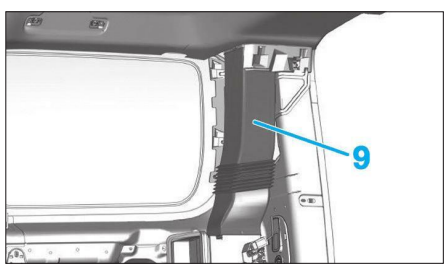

**Fig. 49**
• Déposer les différents conduit d'air (9) **(Fig.49)**.